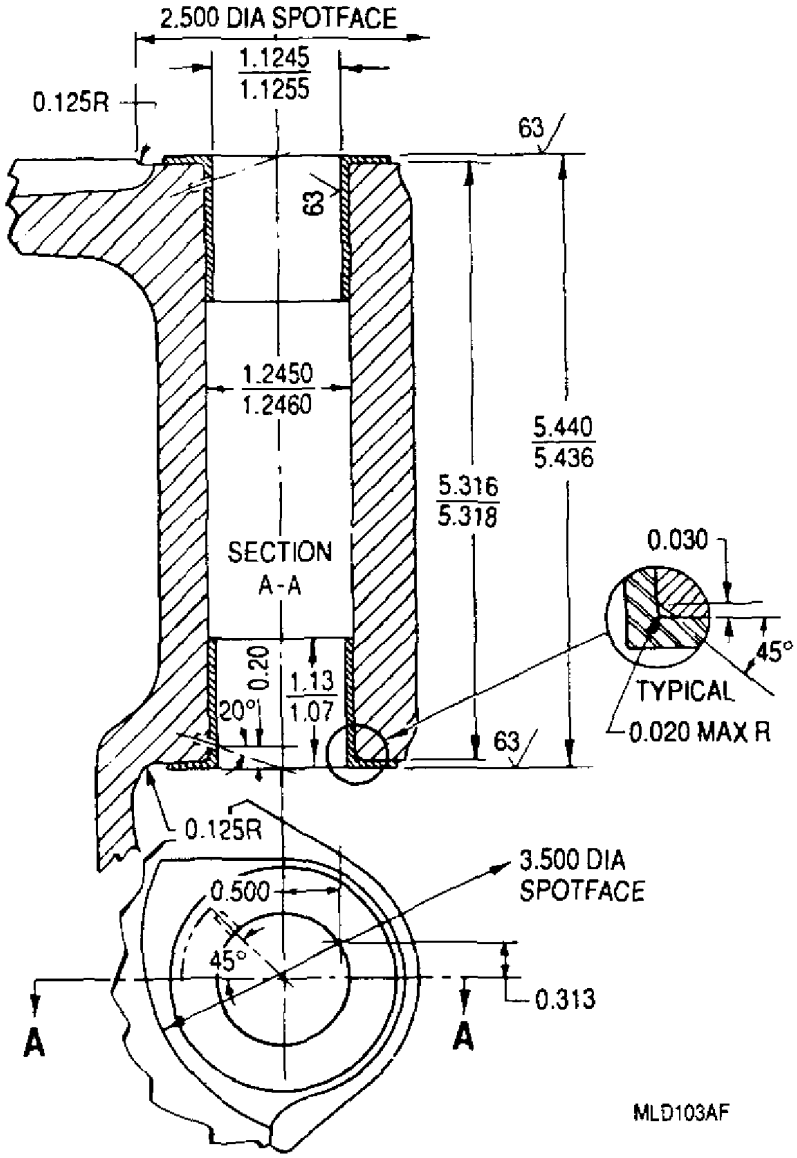

Figure 14. Reduction Gear Eyebolt Boss and Hole Repair
18. Strut Eyebolt Boss and Hole − Repair. (figure 14)
a. Drill and ream eyebolt hole 1.2450−1.2460 in. diameter (figure 14).
h. Check all dimensions (figure 14) and machine as necessary.